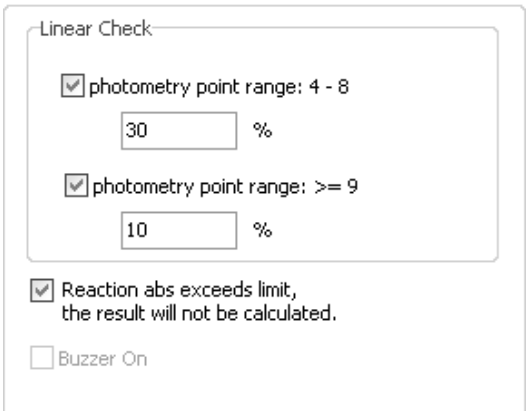

Figure 5-8-2
(7)Linear check: In reaction of rate A assay, absorbency change and time is in linear correlation. Thus, linear check is needed, alarm will be prompted in limit exceeding. Input limit check value in corresponding box, as shown in Figure 5-8-2: